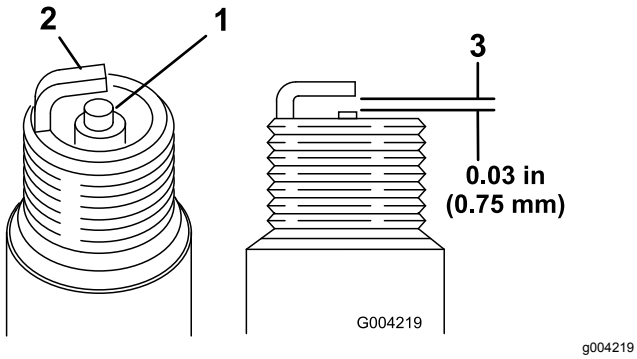

Figur 51
1. Se på midten af begge tændrør (Figur 51). Hvis der kan ses en lys brun eller grå farve på isolatoren, fungerer motoren korrekt. En sort belægning på isoleringen betyder normalt, at luftfilteret er snavset.
2. Kontroller gnistgabet mellem midter- og sideelektroderne (Figur 51).
3. Bøj sideelektroden (Figur 51), hvis gabet ikke er korrekt.